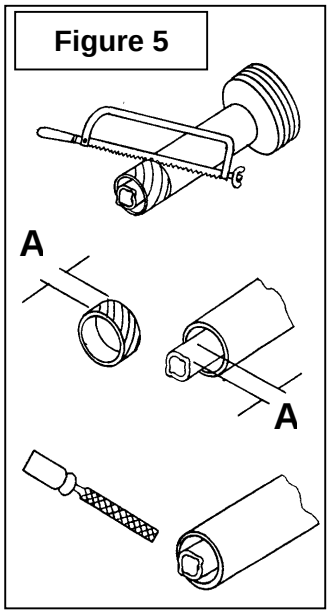

Figure 5
5. Cut the same width "A" from the inner and outer telescopic sections as was cut from the inner and outer guard tubes as shown on Figure 5.